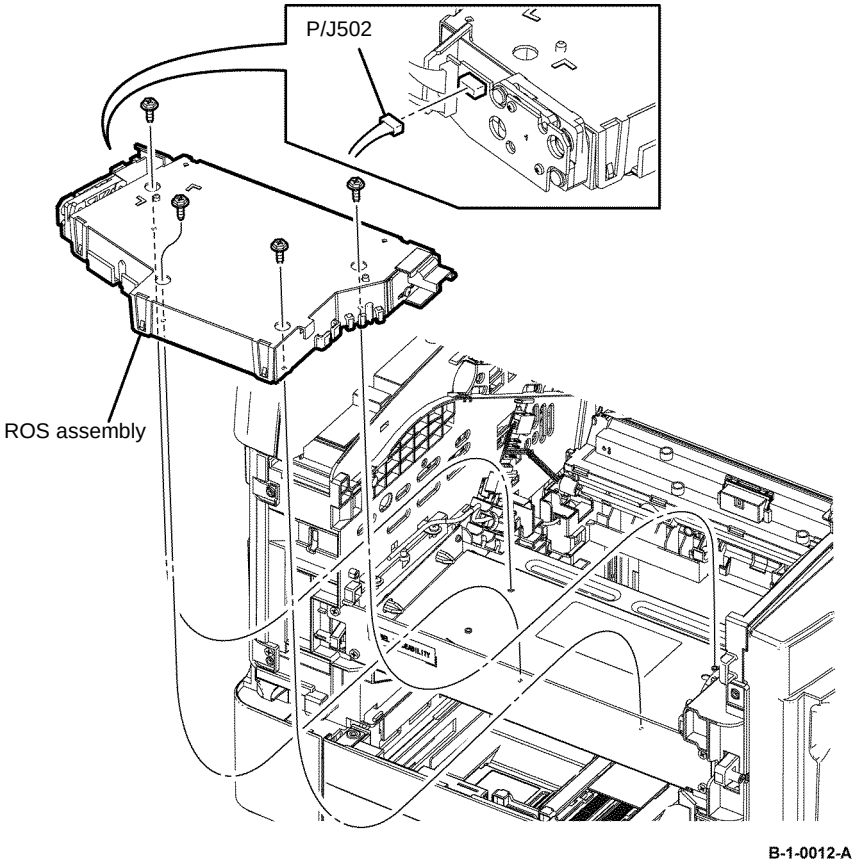

Figure 4 ROS assembly removal
6. Remove the four screws (silver, flanged, M3, 10mm) that fix the ROS assembly, disengage PJ502, then remove the ROS assembly from the printer, Figure 4.